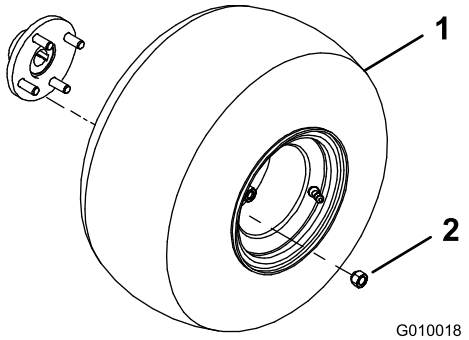

Figur 3
2. Monter en hjulenhed på hvert baghjulsnav (Figur 3).
3. Monter låsemøtrikkerne (Figur 3), og spænd dem til 61 til 75 Nm.